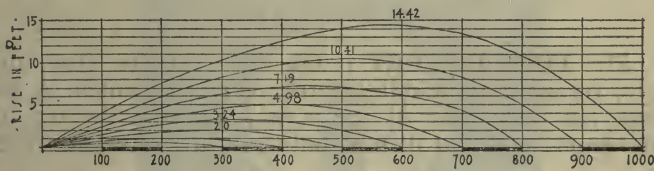

FIG. 4.—Curves of Trajectories of Rifle Bullets for Different Ranges. For Model 1903.
50. TRAJECTORY (Fig. 4.) The bullet, in traveling from the barrel to the mark, does not go in a straight line but in a curve like a baseball and is influenced by—